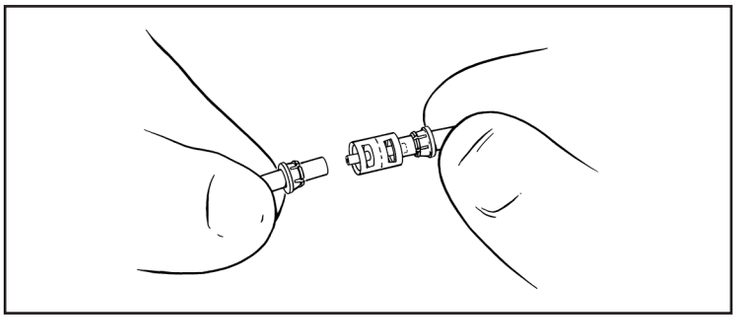

Figure 36. Firmly push the remaining tubing onto the connector
8. Firmly push the other end of the tubing to the middle wall (Figure 36). Check the connector windows to make certain both tubing ends are still touching the middle walls of the connector.